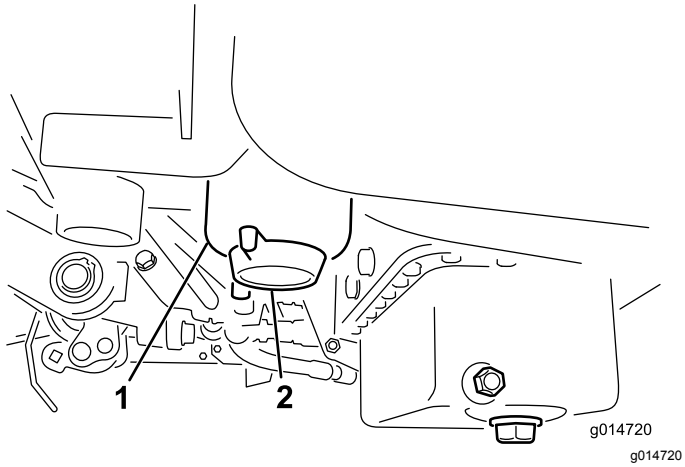

Figuur 43
2. Reinig de omgeving van de plaats waar de filterbus wordt gemonteerd (Figuur 43).
4. Open de filteraftapplug (Figuur 43).